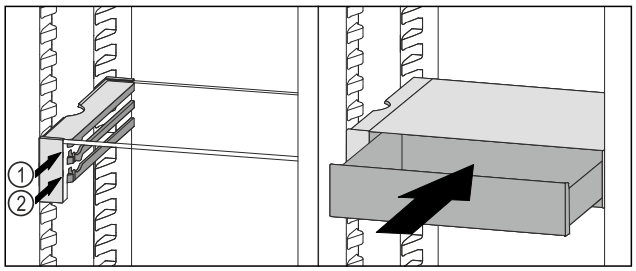

Fig. 121
▶ 将 VarioSafe 抽屉放置在所需肋梁 *Fig. 121 (1)* 或 *Fig. 121 (2)* 上的止动器后面。